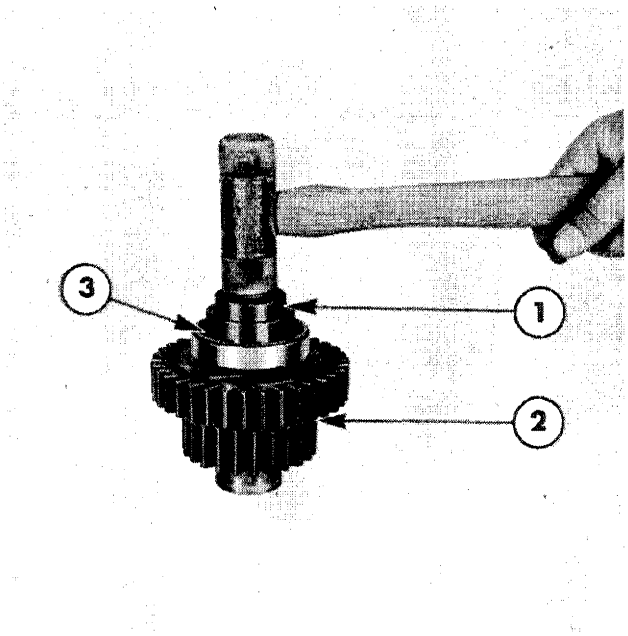

Figure 20
1. Install the drive gear assembly rear bearing as shown in Figure 20 using Tool No. 630S–8.